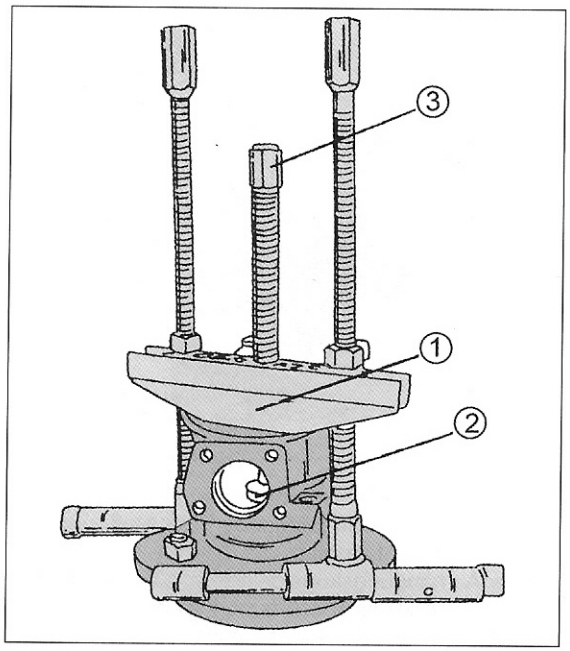

Bild 229
• Die Radnabe aus dem Achsschenkel auspressen. Hier gibt es verschiedene Methoden. Entweder setzt man den Achsschenkel unter eine Presse und presst die Radnabe von der Rückseite her aus, oder man benutzt einen Universalausdrücker, wie er in Bild 229 gezeigt ist, und drückt die Radnabe aus dem Achsschenkel heraus. Die mittlere Abdrückschraube muss dabei auf den Außendurchmesser der Radnabe drücken, d. h. eine runde Platte muss unter die Abdrückschraube untergelegt werden, sodass diese gegen die Nabe drücken kann. Die Mittelschraube anziehen, bis die Radnabe herauskommt.